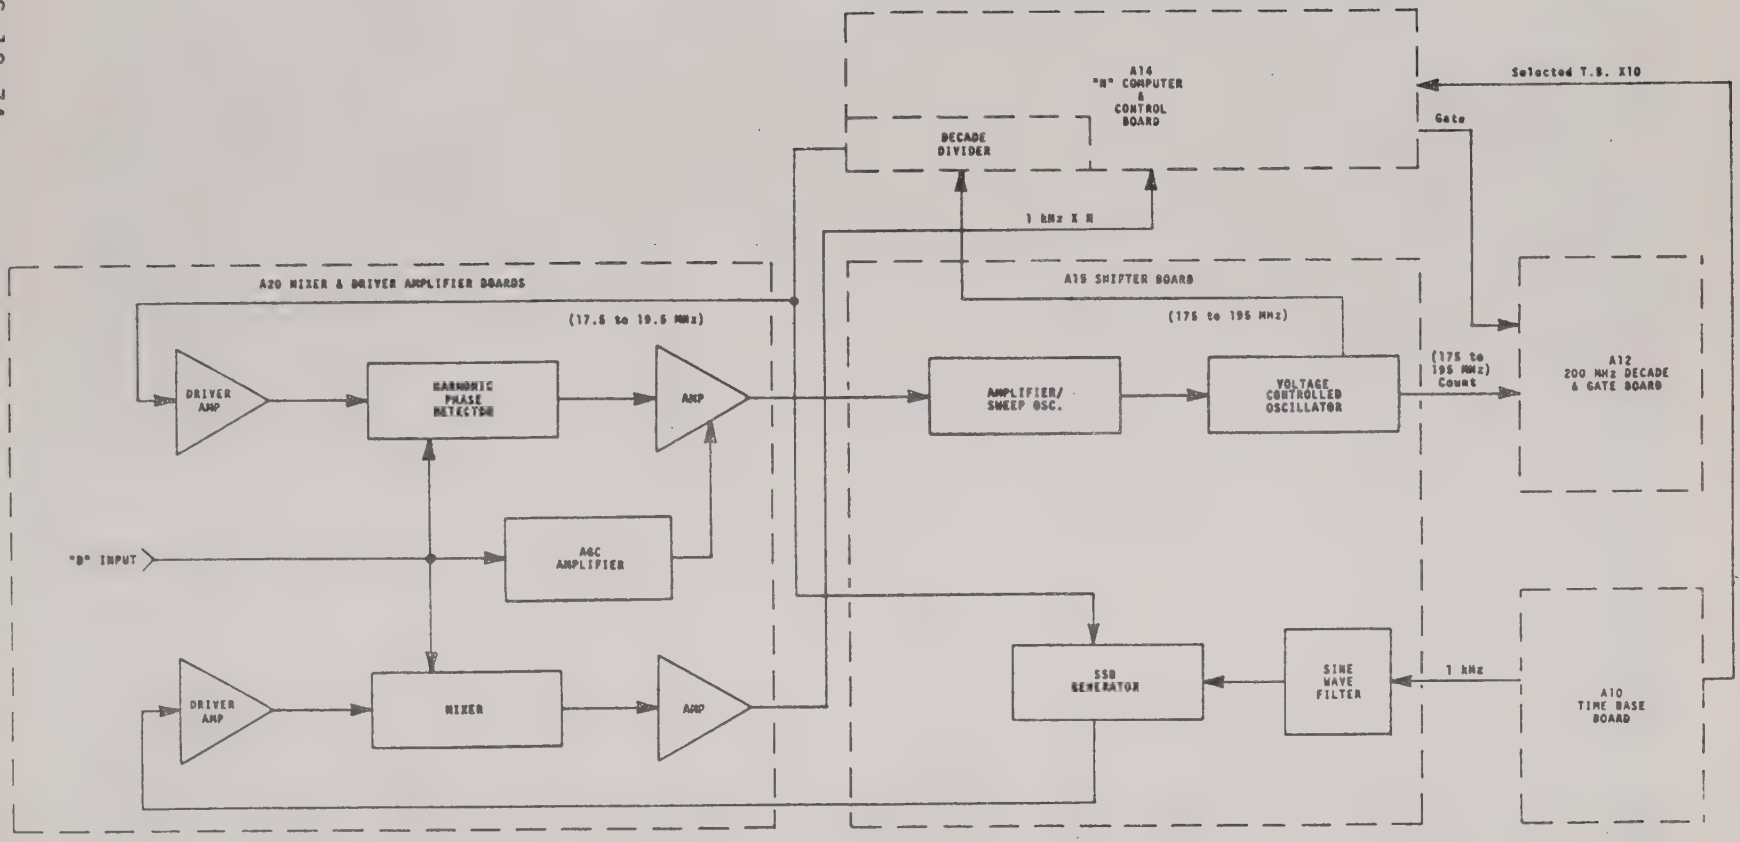

FIGURE ACTO.1 BLOCK DIAGRAM, AUTOMATIC COMPUTING TRANSFER OSCILLATOR
As illustrated in Figure ACTO. 1 the ACTO incorporates a drive/amplifier phase detector, amplifier/sweep oscillator, a voltage-controlled oscillator and decade divider to form a "phase-lock loop". The free-running sweep oscillator tunes the voltage-controlled oscillator over a band of frequencies, producing an output which varies in frequency between 175 and 195 MHz. This signal is divided by ten; then, applied to the harmonic phase detector through the driver/amplifier and is phase-compared to the RF input. When an exact oscillator harmonic is encountered, a dc voltage is generated which disables the sweep oscillator and locks the voltage-controlled oscillator to a submultiple of the input frequency. However, since the harmonic number (N) is unknown, it is not yet possible to measure the exact input frequency.